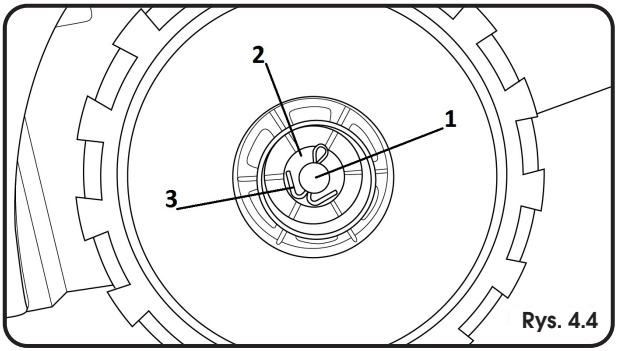

Rys. 4.4
- Załóż koło kosiarki na oś. Rysunek 4.4, punkt 1. Załóż podkładkę i przymocuj zawleczką. Rysunek 4.4., punkt 2 i 3.